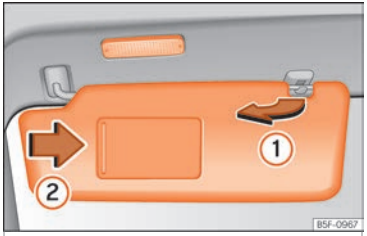

Abb. 122 Sonnenblende.
- Die Sonnenblende kann aus der Halterung herausgezogen und zur Tür ››› Abb. 122 (1) geschwenkt werden.